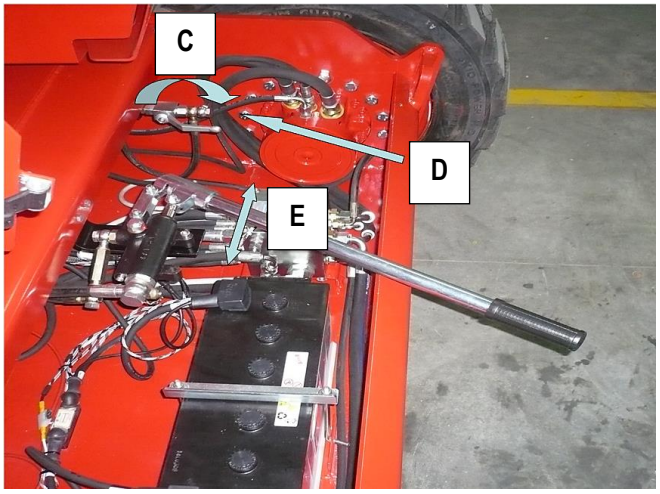

Fig. 18b
6) Ruotare in senso orario la leva della valvola di sblocco del circuito di traino di emergenza (fig.18b lettera "**C**").
7) Agire sulla leva di azionamento, pompando, fino all' indurimento del movimento (fig.18b lettera "**E**").
10) A traino effettuato, rimuovere la leva e riporla nel suo alloggiamento, riportare la leva della valvola di sblocco circuito traino di emergenza in posizione orizzontale (posizione di partenza) ruotandola in senso antiorario (fig.18b lettera "**D**").